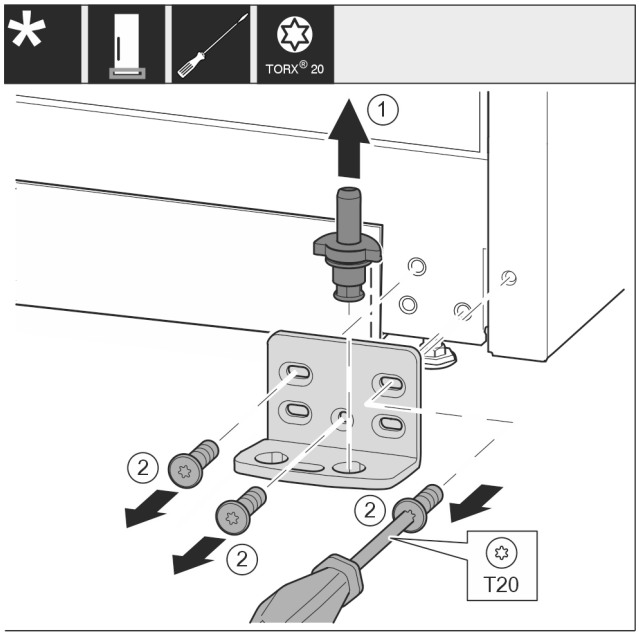

Fig. 17
- ▶ Extrageți complet bolțul de lagăr *Fig. 17 (1)* în sus.
- ▶ Deșurubați șuruburile *Fig. 17 (2)* cu șurubelnița și detașați suportul de lagăr.